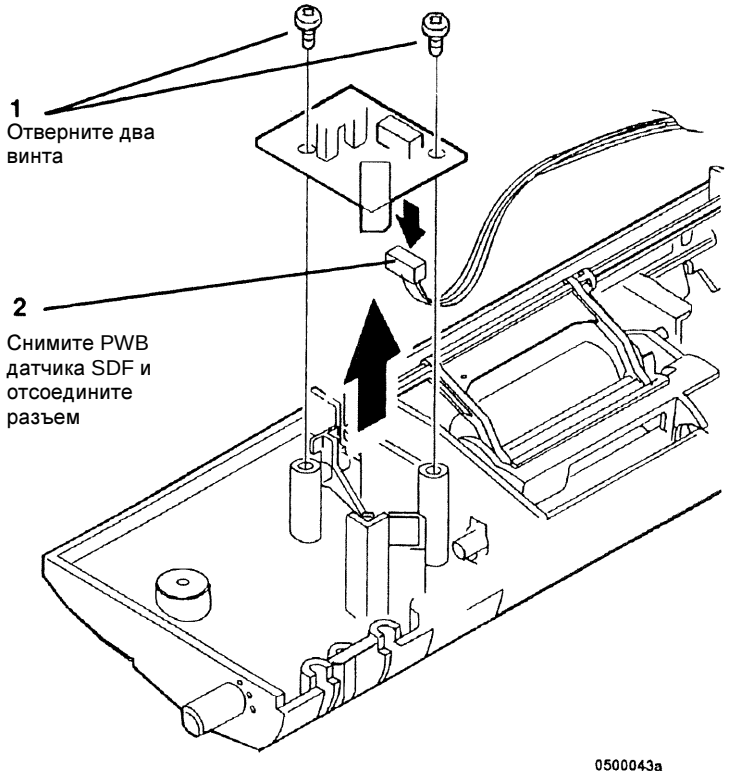

Рисунок 2 Снятие PWB датчика DSDF
3. (Рисунок 2): Снимите PWB датчика DSDF